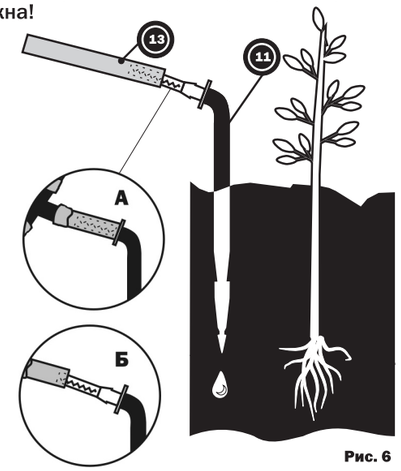

Рис. 6
*** - конструкция гребенки капельницы позволяет дозировать (в небольших пределах) количество воды, подаваемое на конкретное растение. Натянув шланг до конца гребенки капельницы (см. рис. 6, поз. А), вы уменьшаете подачу воды. Надев шланг только на начало гребенки (рис.6, поз. Б)- вы увеличиваете подачу. Монтируя систему, рекомендуем натягивать шланг на гребенку капельницы полностью (как на рис. 6, поз.А).